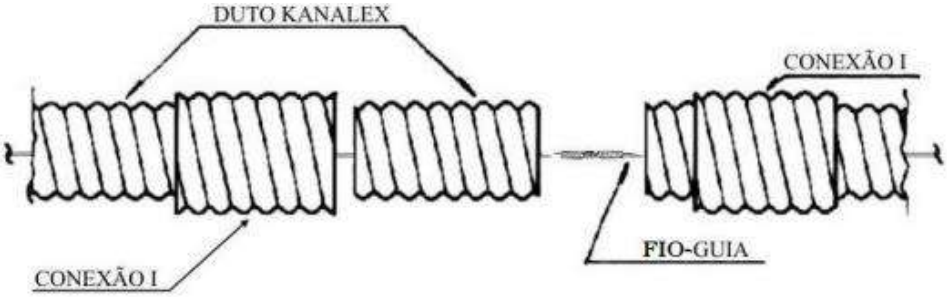

Figura 42
• Rosquear duas conexões I (Figura 42);